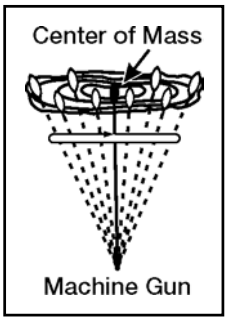

Figure 071-312-3031-5. Center of mass
b. Fire six- to nine-round bursts until you hit the center mass of the target area (figure 071-312-3031-5).